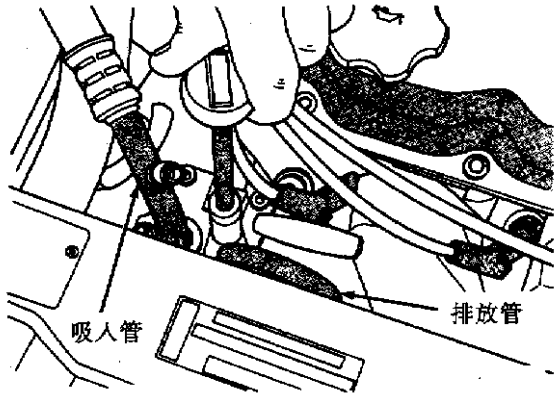

图11－44　压缩机排放管
(1)拆卸：空调装置可以装配标准的单个混合气门起动器，也可装配双起动器，双起动器装置有分开的混合气门控制装置，这样可以分别控制驾驶员侧空气和乘客侧的空气(图11－45)。
①拆下左侧下转向柱盖。